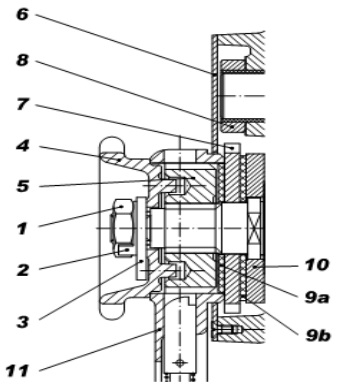

Abb. 8 Bremsbefestigung.
Lösen Sie die Scheiben (2) und entfernen Sie die Mutter (1). Entfernen Sie die Scheibe (2) und den Begrenzer (3), das Handrad (4), das Rad (5) und den Handhebel (11). Entfernen Sie das Gehäuse (6) und den Bremsbelag (9a), die Schleuder (7), sowohl die Unterlegscheibe (9b) als auch die Ringscheibe (10). Montieren (Abb. 8).
Entfernen Sie die Mutter (1) entfernen Sie und drehen Sie den Begrenzer (3) damit zwischen dem Zahn (2A oder 2B) war der Winkel 50 Grad. Wenn es nicht möglich ist, das geforderte Ergebnis zu erreichen, Abb. 8. Bremsnachstellung: entfernen Sie das Handrad (4), dann drehen Sie es so, dass zwischen dem Begrenzer (3) und einigen Zähnen (2A oder 2B) der gewünschte Winkel liegt. Testen Sie die Bremse.
3. Prüfen Sie die Bremsleisten, den Stellhaken und die Schleuder (Teile 9a, 9в, 7 und 10 auf der Abb. 8), reinigen Sie sie.